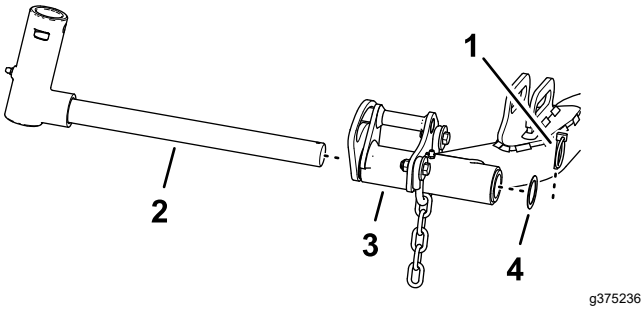

Figuur 19
1. Verwijder de lynch-pen en de ring waarmee het juk van het draaipunt aan de hefarm is bevestigd, en schuif de as uit de hefarm (Figuur 19).